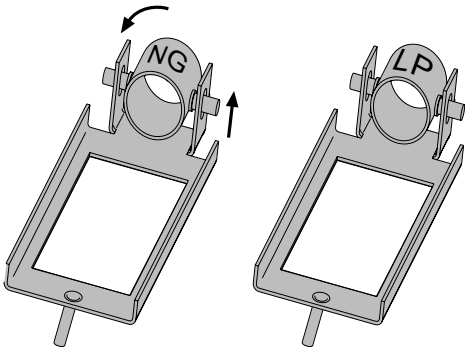

Figure 7.4. Reverse the Air Shutter head to change orientation for the appropriate fuel.
7. **Reverse the Air Shutter orientation** to indicate the appropriate fuel. Fig. 7.4.